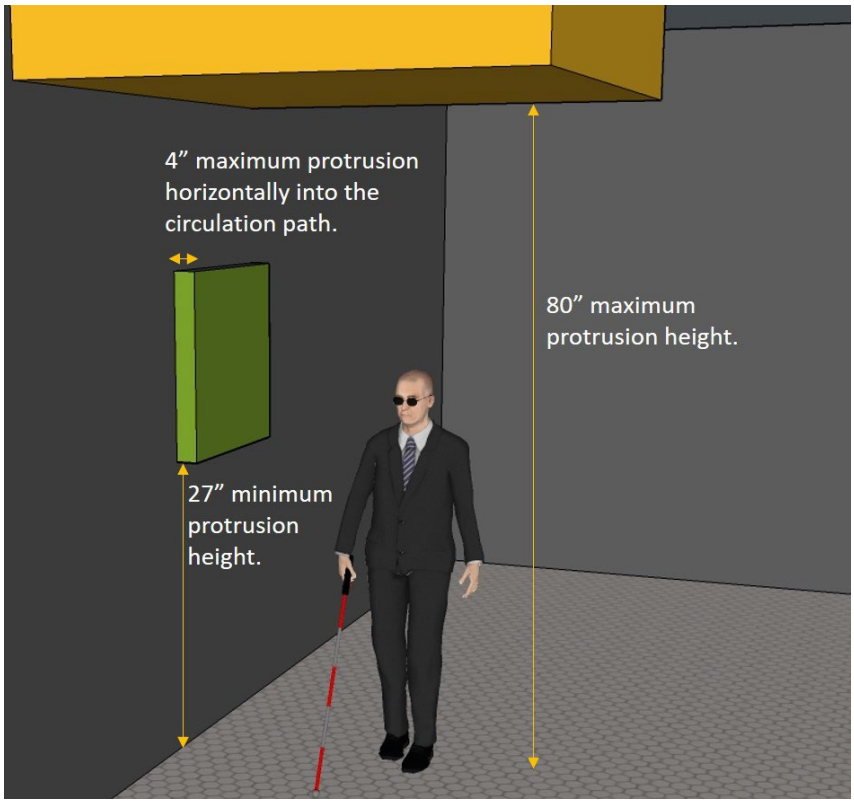

Figure 2-2 Protruding Objects
- Objects with edges between 27" and 80" above the floor are considered protruding objects, as shown in Figure 2-2, if their edges protrude more than 4" horizontally into the circulation path.